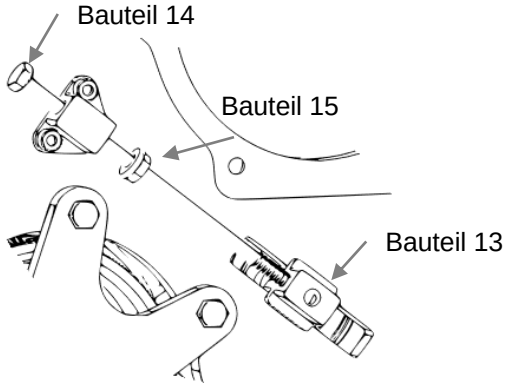

Abbildung 2
1. Spannrolle vollständig entspannen. Dazu Bauteil 19 und Bauteil 15 lösen und lange Bauteil 14 gegen den Uhrzeigersinn soweit ausdrehen, dass Bauteil 13 nach unten rechts in Endlage gebracht werden kann. (Abb. 2 und 3)